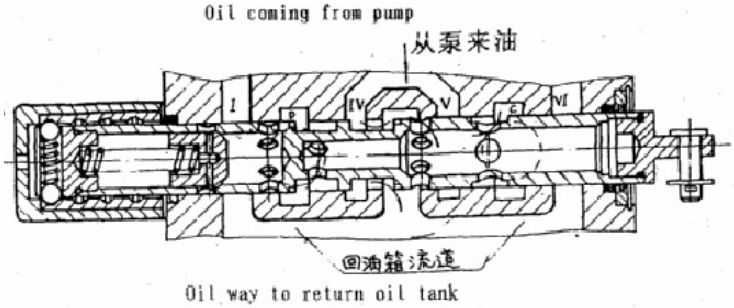

Fig. 3.7-7 The floating position of slide valve for moving arm
(6) Floating the moving arm (See fig. 3.7-7).